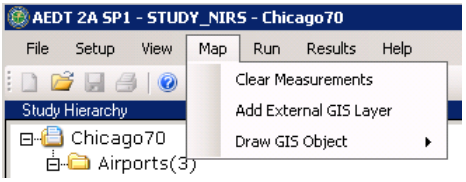

Figure 5-3 Add External GIS Layer from Map Menu
1. From the menu bar select *Map*, *Add External GIS Layer* (Figure 5-3). The *Open External GIS Layer* dialog box will open.